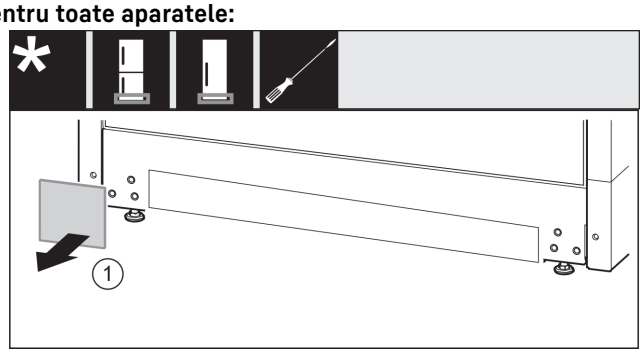

Fig. 18
- ▶ Scoateți capacul *Fig. 18 (1)*.